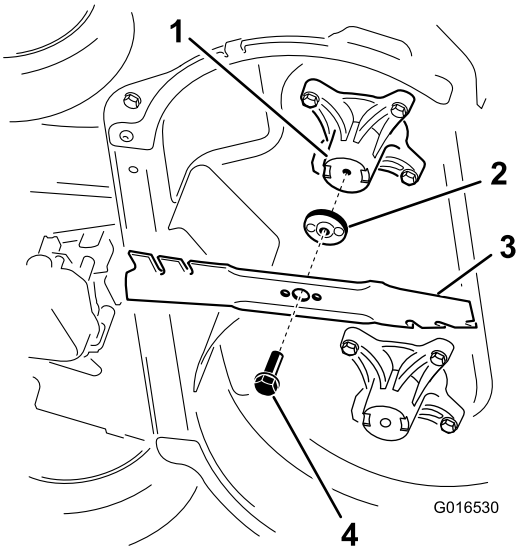

Figur 39
2. Fjern hver kniv som vist i Figur 39.
1. Monter den første kniv, således at den er vandret, sammen med alle monteringsdelene som vist i Figur 39.